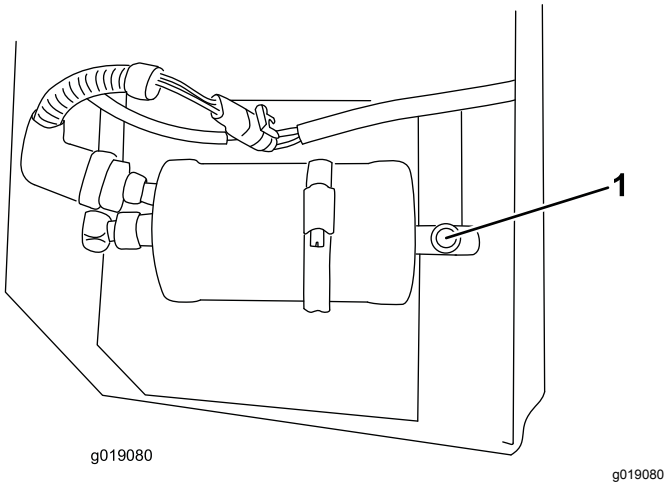

Figur 15
1. Kontroller kølemiddelniveauet (Figur 15) ved hjælp af sigtglasset i opsamlingstanken.